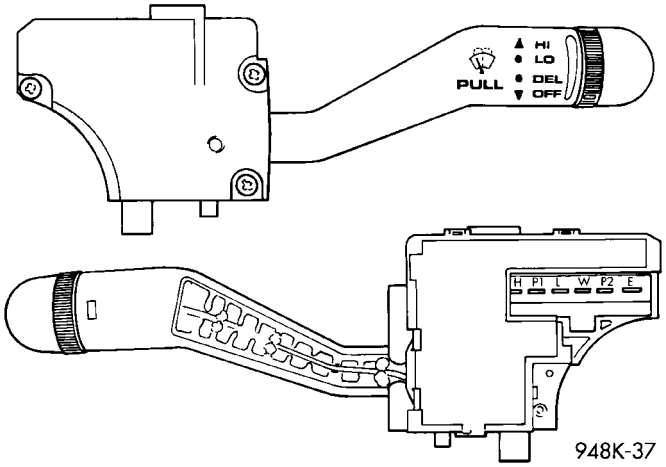

Fig. 3 Conmutador y terminales de limpiaparabrisas
(5) Verifique la continuidad de masa en el terminal E del conector del conmutador de limpiaparabrisas. Si es correcta, siga con el Paso 6. De lo contrario, repare el circuito a masa según sea necesario.
(6) Con un voltímetro y el conmutador de limpiaparabrisas conectado, conecte el cable negativo a la conexión a masa del motor. Conecte el cable positivo al terminal P1 del conector del conmutador de limpiaparabrisas (Fig. 3) y (Fig. 5).